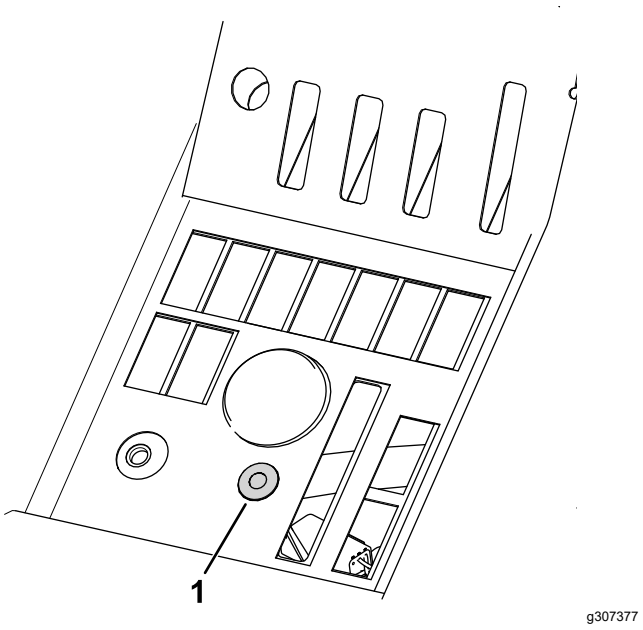

Figuur 5
7. Verwijder de plug en plaats de ledlamp in het bedieningspaneel zoals wordt getoond in Figuur 5.